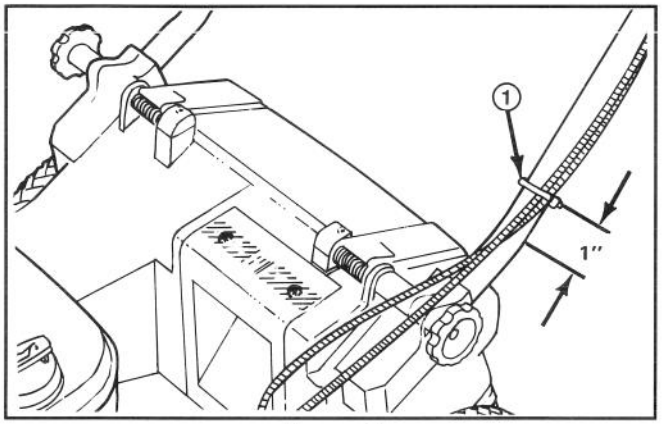

Figura 4
7. Usate un fermaglio per fissare il filo(i) al lato inferiore del tubo di sinistra (Fig. 4). Il fermaglio dovrebbe essere situato a 25 mm (1″) dalla curva della stegola. Vedere la figura 4 per la posizione corretta.